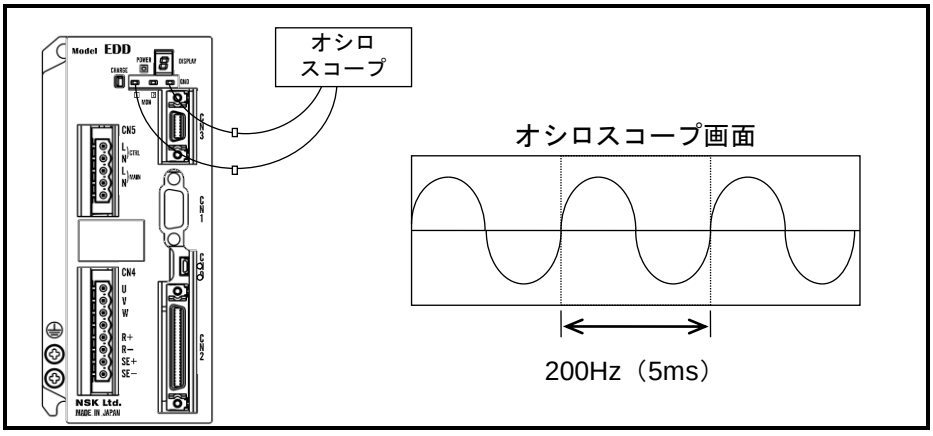

図 5-3：共振周波数の測定とノッチフィルタの設定
- 「図 5-3：共振周波数の測定とノッチフィルタの設定」のように共振周波数を測定し，振動の周波数が 200［Hz］であれば，“**NP200**”を入力します.